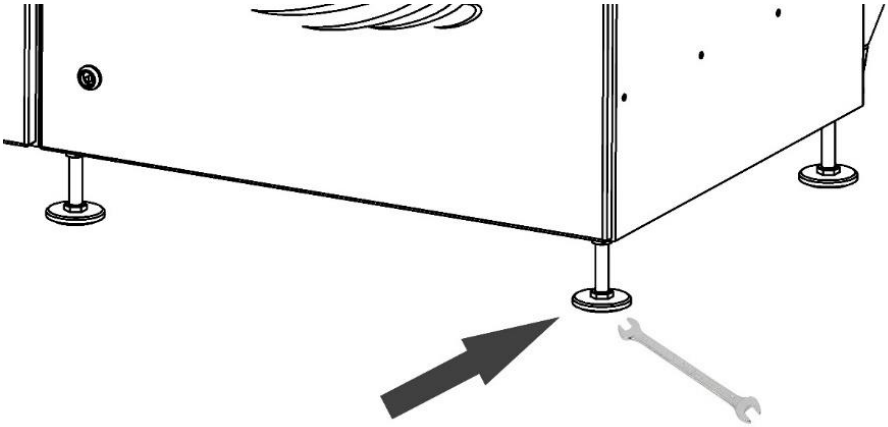

Рисунок 5
5.2.1 Установить стол сварщика на месте его эксплуатации, отрегулировать устойчивое горизонтальное положение с помощью регулируемых опор (рисунок 5).